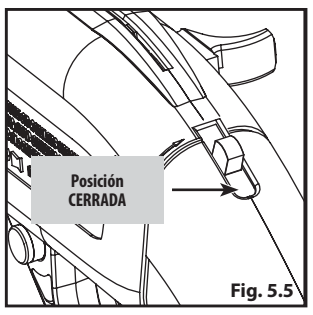

Fig. 5.5
- **c.** Para evitar que los balines se transfieran hacia el depósito de balines después de introducirlos en el cargador interno, deslice el botón retenedor a la posición cerrada ("SHUT") (Fig. 5.5). En esta posición, los balines permanecen en el cargador interno y no pueden rodar de vuelta al depósito de balines.